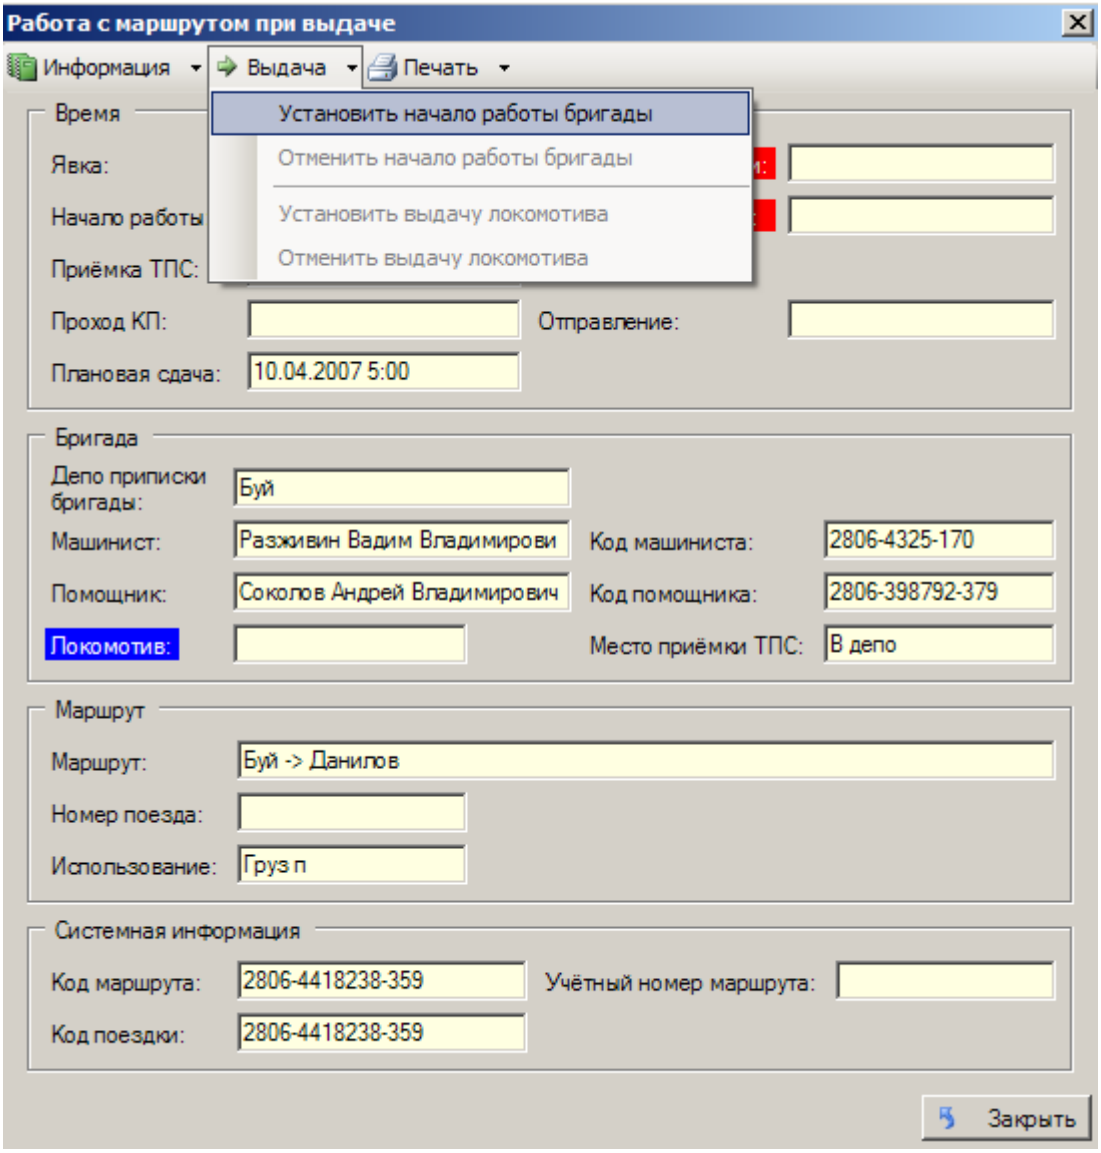

Рисунок 5.21 – Начало работы бригады
4. После выполнения всех необходимых действий, нажмите на кнопку «Выдача из депо». Если нет нарушений, можно нажать кнопку «Начало работы бригады» (Рисунок 5.21).